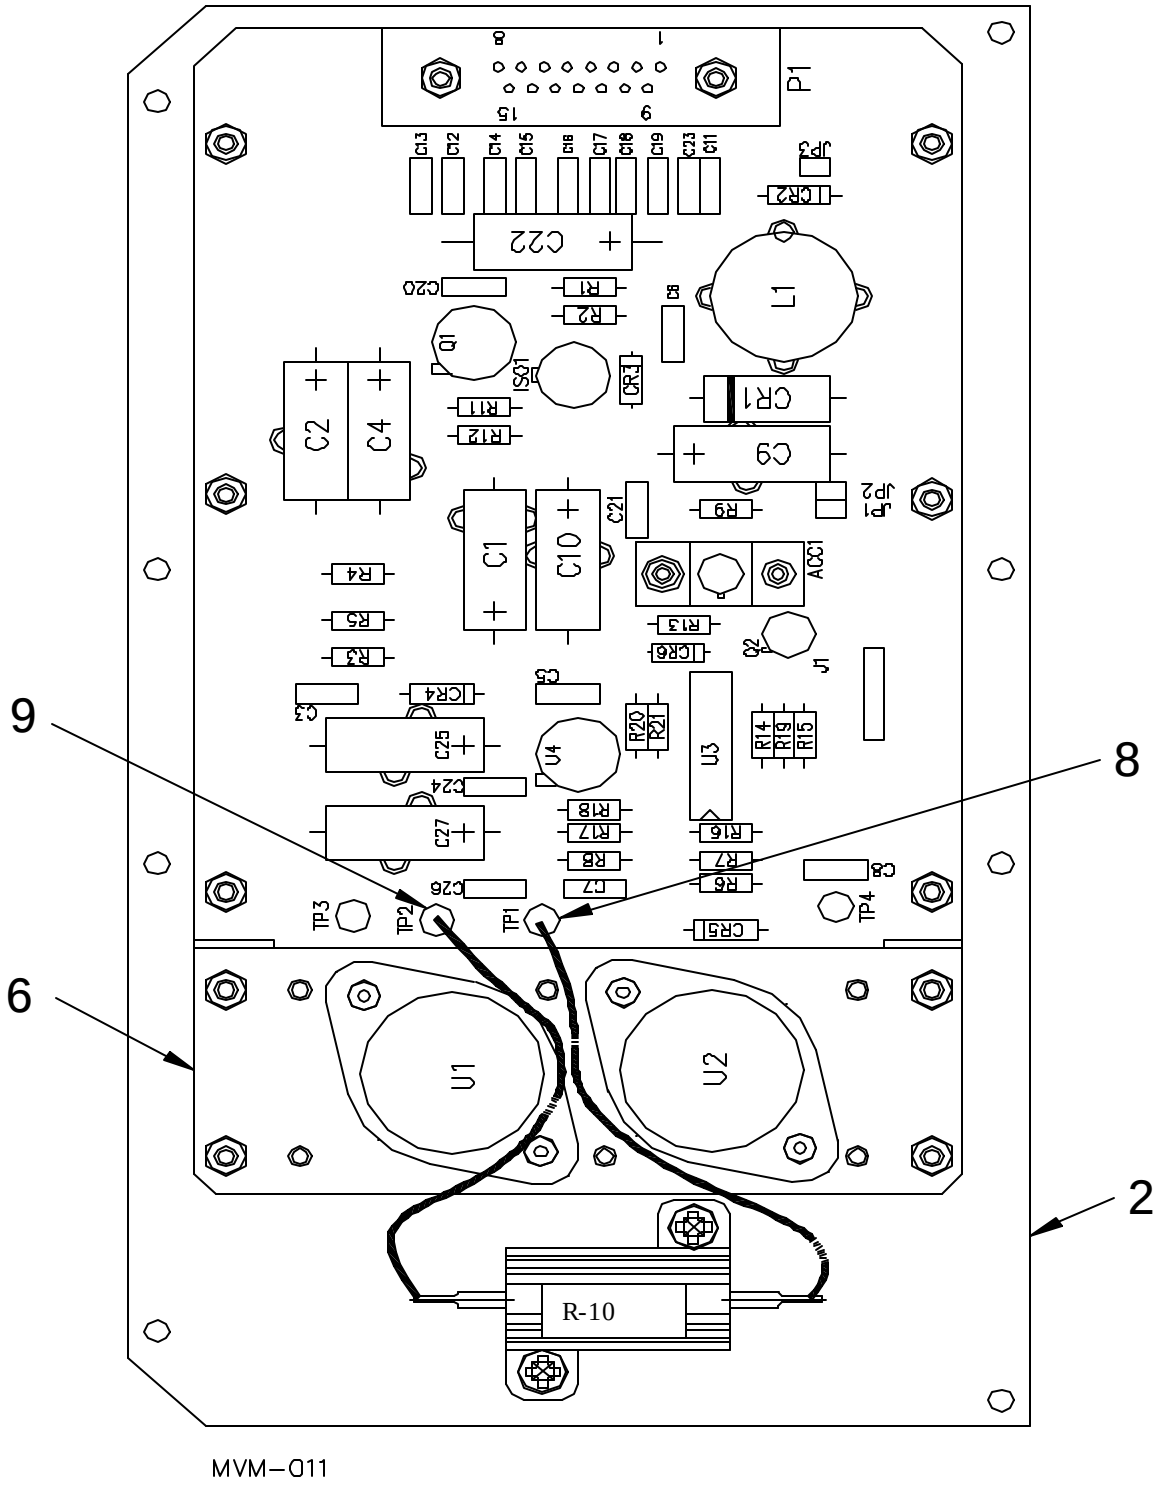

Figure 3-42. Linear Power Supply CCA, P/N AY6706619-0, Component Locations
a. Remove two spacers (1) from cover (2).
b. Tag and identify wires connected between CCA (4) and R10 .
c. Disconnect R10 from TP1 (8) and TP2 (9). Refer to Figure 3-42.
d. Remove six nuts (3) and attaching parts from CCA.
e. Remove four screws (5) attaching heat sink (6) to cover (2).
f. Remove heat sink (6) and CCA (4) from cover (2) and place in antistatic bag.
a. Install heat sink (6) and CCA (4) to cover (2).
b. Install four screws (5) to attach heat sink (6) to cover (2).
c. Install six nuts (3) and attaching part to CCA.
d. Reconnect R10 to TP1 (8) and TP2 (9). Refer to Figure 3-42.
e. Install two spacers (1) to cover (2).